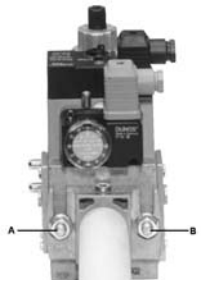
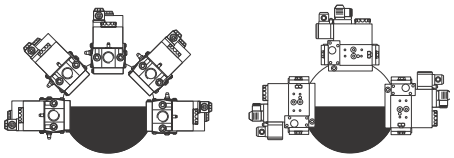

Fig. 17
Fig. 20
3. stringere le viti A, B, C e D (Fig. 17 - Fig. 18), rispettando le posizioni di montaggio (Fig. 20);